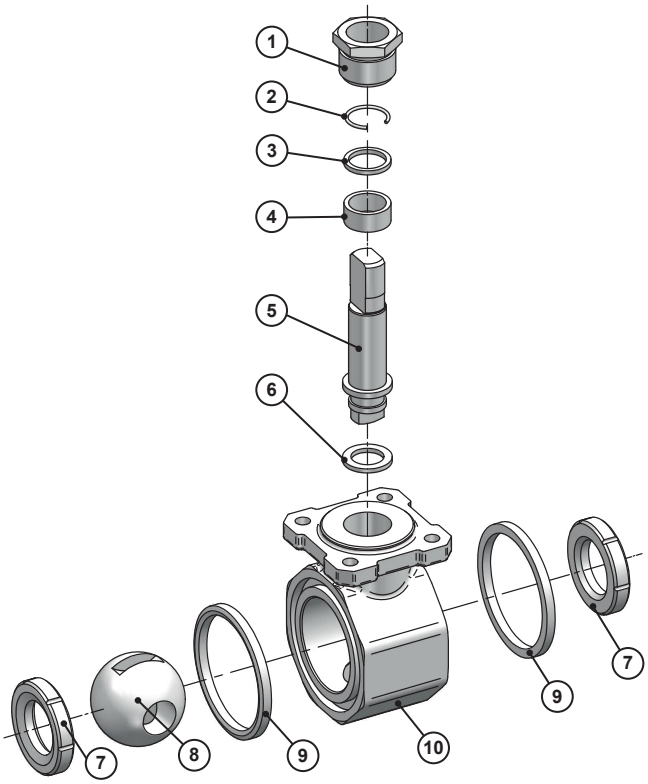

Fig. 17 : Retirez les joints de la robinet à bille
1. Tournez la tige de commande comme indiquée sur la Fig. 17 «Retirez les joints de la robinet à bille» sur la page 28.
6. Montez un siège de bille dans le boîtier. Le chanfrein de 45 ° s'orientera vers la bille (voir symbole de Fig. 17). Veillez à ne pas gauchir le siège de bille.
9. Montez les joints du boîtier. Une face du joint est plane, l'autre est légèrement bombée. La surface bombée du joint s'orientera vers l'extérieur (voir symbole de Fig. 17).